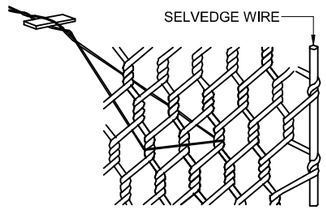
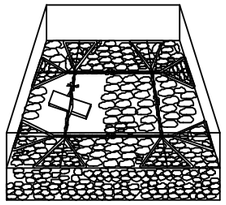
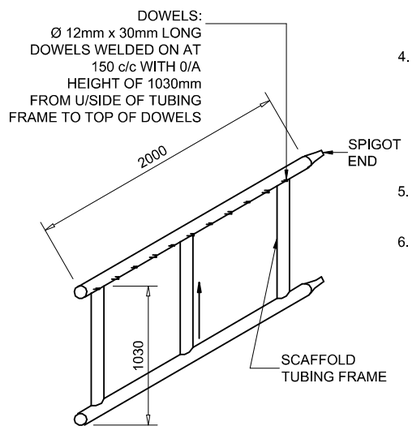

FIGURE 9
FIGURE 10
FIGURE 11
4. TO ADOID BULGING ONTHE VISIBLE SIDE OF THE STRUCTURE, FILL ALL THE OUTSIDE BOXES IN STAGES (1.0m HIGH BOXES IN THREE LEVELS AND 0.5m HIGH BOXES IN TWO LEVELS) WITH HORIZONTAL BRACING IN BETWEEN (FIGURE B). FIX THE BRACING WIRES IN THE GABION BOX DIRECTLY ABOVE THE STONE LEVEL MAKING SURE THE WIRE PASSES ROUND AT LEAST TWO MESH WIDTHS AND "SPANISH" WINDLASS THE BRACING WIRES TO KEEP THE FACE EVEN AND FREE FROM BULGING (FIGURE 9). BRACING IN BOTH DIRECTIONS SHOULD BE USED IN GABIONS AT CORNERS OF STRUCTURES (FIGURE 10). AS AN ADDITIONAL MEASURE, SCAFFOLD PLANKING AS SHUTTERING ALONG THE FRONT FACE OR A PRE-FABRICATED SCAFFOLD TUBING FRAME SYSTEM CAN BE USED (FIGURE 11).